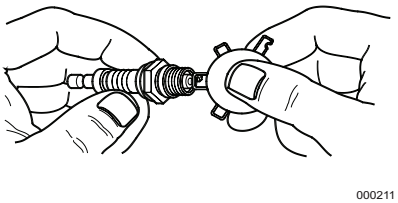

Figura 4-5. Bujía
3. Inspeccione la separación de electrodos con un medidor de espesor de alambre y vuelva a ajustar la separación de la bujía a 0,6 - 0,7 mm (0,024 - 0,028 in). Vea la *Figura 4-5*.